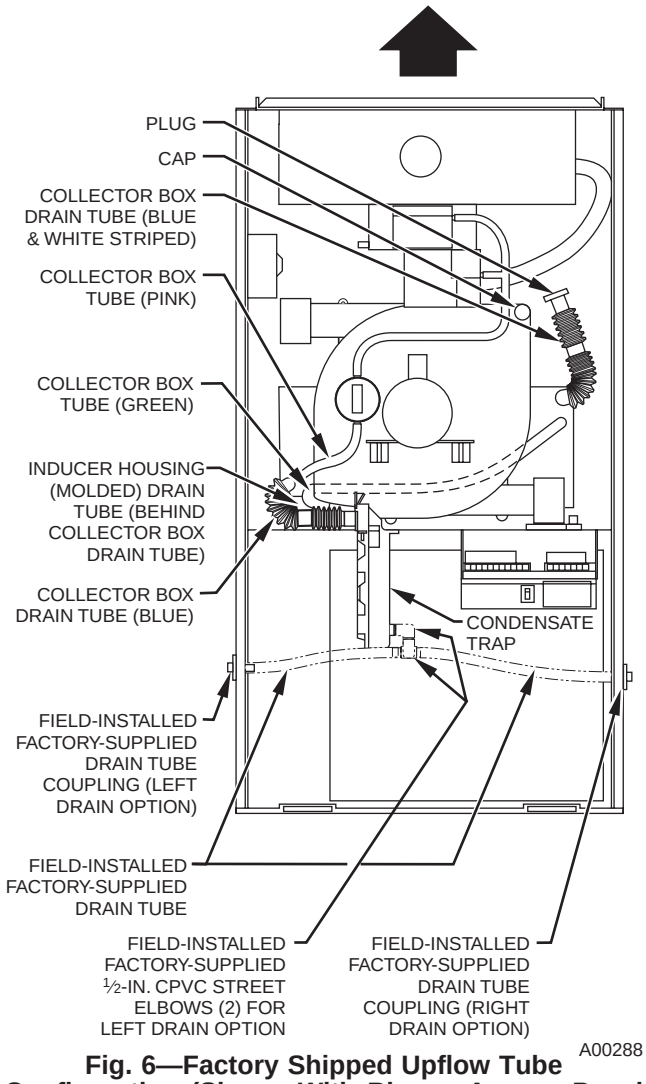

Fig. 6—Factory Shipped Upflow Tube Configuration (Shown With Blower Access Panel Removed)
Some assembly and modifications are required for furnaces installed in any of the 4 applications shown in Fig. 1. All drain and pressure tubes are connected as shown in Fig. 6. See appropriate application instructions for these procedures.
NOTE: See Fig. 6 or tube routing label on main furnace door to confirm location of these tubes.
e. Cement 2 factory-supplied 1/2-in. street CPVC elbows to the rigid drain tube connection on the condensate trap. (See Fig. 6.) These elbows must be cemented together and cemented to condensate trap drain connection.
NOTE: See Fig. 6 or 7 or tube routing label on main furnace door to check for proper connections.